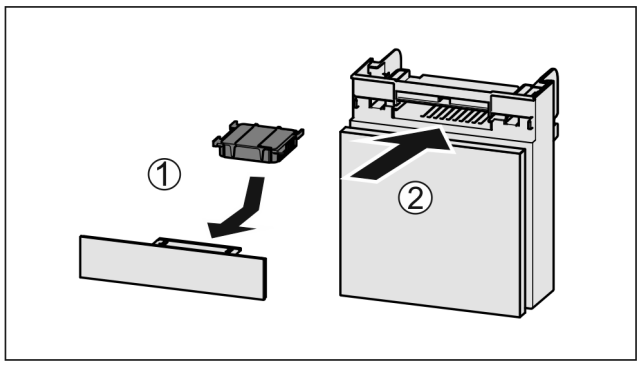

*Fig. 136*
▶ Insert the carbon filter as shown in the diagram *Fig. 136 (1)*.
▶ Push the compartment in *Fig. 136 (2)*.